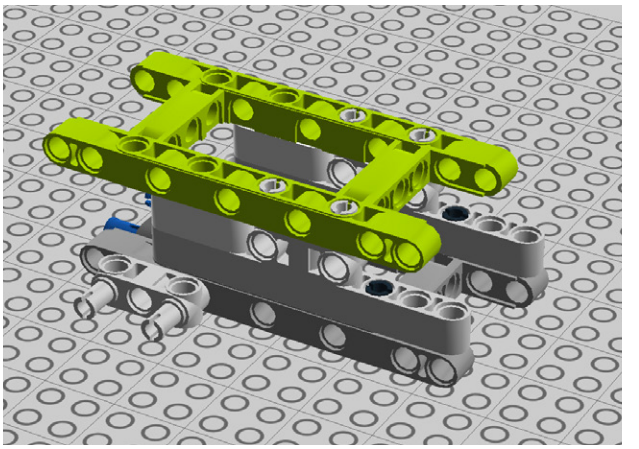

Figure 7-26. *Step 19: Attaching another frame*
19. Add another 5x11 Technic frame (Figure 7-26).